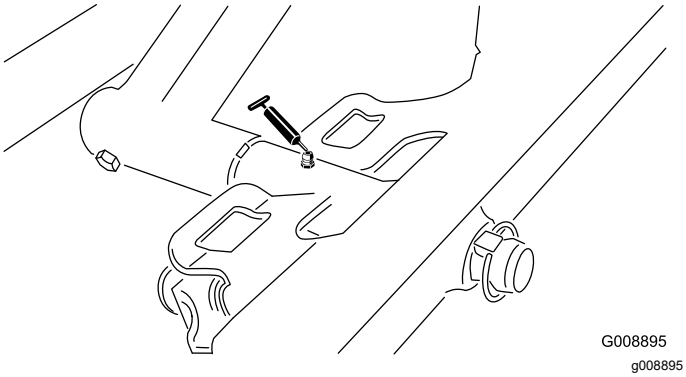

Rysunek 60
- Oś przedniego zespołu tnącego (Rysunek 60)